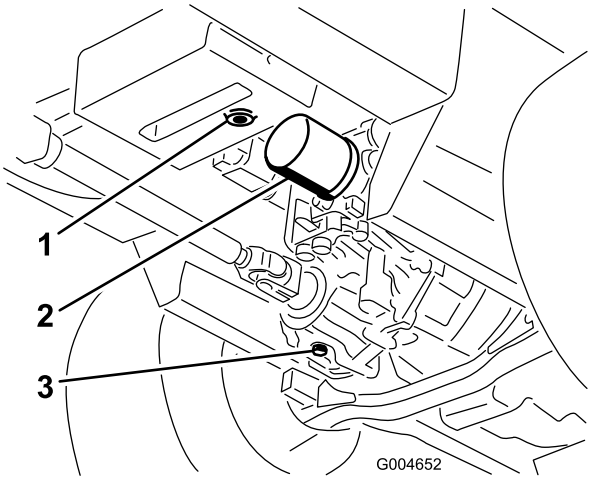

Figur 64
3. Plasser et stort tappefat under den hydrauliske beholderen og girkassen og fjern pluggene, all hydraulisk olje blir da tappet (Figur 64).
4. Rengjør rundt det hydrauliske oljefilteret, og fjern filteret (Figur 64).